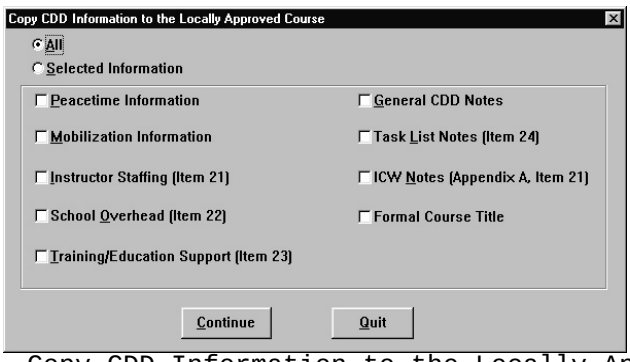

Figure 6-128. Copy CDD Information to the Locally Approved Course
1. From the Course Record 2 Maintenance dialog box (Figure 6-111), click on **Copy**. The Copy CDD Information to the Locally Approved Course dialog box (Figure 6-128) opens.